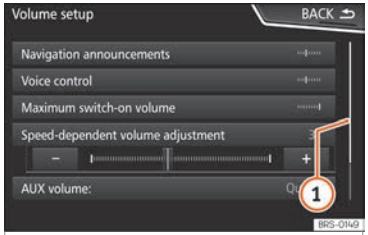

Fig. 204 Entries on a setup menu list.
The scroll bar is shown on the right and its size depends on the entries in the list ››› Fig. 204 (1). »